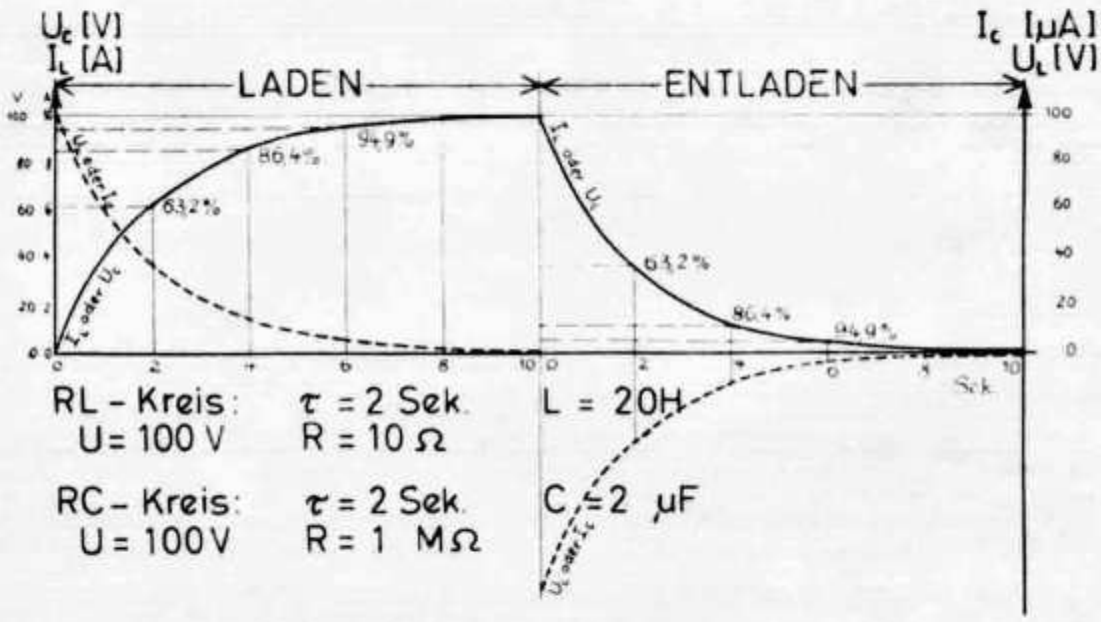

Abb. 2
Die Trägheit der Selbstinduktion verzögert dies zunächst. Der Strom steigt an (Abb. 2, ausgezogene Kurve). Nach zwei Sekunden erreicht er 6,32 A, das sind 63,2 % seiner endgültigen Stärke. Nach 4 Sek. erreicht er 63,2 % von den verbleibenden 36,8 % noch zusätzlich, das sind 86,4 %. Nach 6 Sekunden schafft er wieder 63,2 % von den restlichen 13,6 %. Das sind 94,4 %. So geht es weiter, und nach 10 Sekunden hat der Strom fast seine volle Stärke von 10 A erreicht. Solch eine Kurve nennt man eine logarithmische Kurve oder Exponentialkurve.
1. Nach wieviel Zeiteinheiten, die in Zeitkonstanten zu bemessen sind, ist der Lade- oder Entladevorgang praktisch abgeschlossen? 2. Welche Kurve (ausgezogen oder gestrichelt) zeigt in Abb. 2 den Spannungsabfall an a) in einem RL-Kreis? b) in einem RC-Kreis? 3. Berechnen Sie die Zeitkonstante für folgende RL-Kreise: 1 H 1 Ω, 2 H 50 Ω, 8 H 1000 Ω, 10 mH 10 Ω, 20 µH 400 Ω, 12 H 2 kΩ, 500 H 2 MΩ. 4. Berechnen Sie die Zeitkonstanten für folgende RC-Kreise: 1 µF 2 MΩ, 10 µF 6 MΩ, 1000 µF 3,6 MΩ, 0,25 µF 0,4 MΩ, 2 nF 2 MΩ, 5 nF 8 kΩ, 500 pF 2 kΩ.
Fig. 2—In this oscillogram of a frequency-shift keyed RTTY signal, the mark frequency is displayed on the horizontal axis and the space frequency on the vertical axis. Although only one frequency is present at a given instant, the persistence of the scope screen permits simultaneous observation of both frequencies. The signals are of equal amplitude, and appear as ellipses because filters of moderately broad response were used in deriving the display. The smaller-amplitude traces faintly visible outside the ellipses appear because it is not possible (nor is it desirable) to shift instantly from one carrier frequency to the other. The fainter traces represent the transistional frequency sweep.
When f.s.k. is used in the high-frequency bands and sky-wave signals are received, the effect we call selective fading takes place. As Figs. 2 and 3 indicate, radio frequencies only 850 Hz. apart will fade quite differently from one another under some conditions. As alternate carrier frequencies are transmitted, the temporary loss of one audio tone at the demodulator input often results when one frequency momentarily fades nearly into the background noise level, while the other of the two frequencies remains quite strong. The fade period for a single frequency may last for from a few milliseconds to several seconds, depending on band conditions, and may occur at quite frequent intervals, several times a minute. Simple demodulators requiring the alternate presence of both tones for proper operation will not provide reliable operation during such fading. If such fading occurs often, so much copy may be lost that one might not even be certain what the transmitting station is discussing.